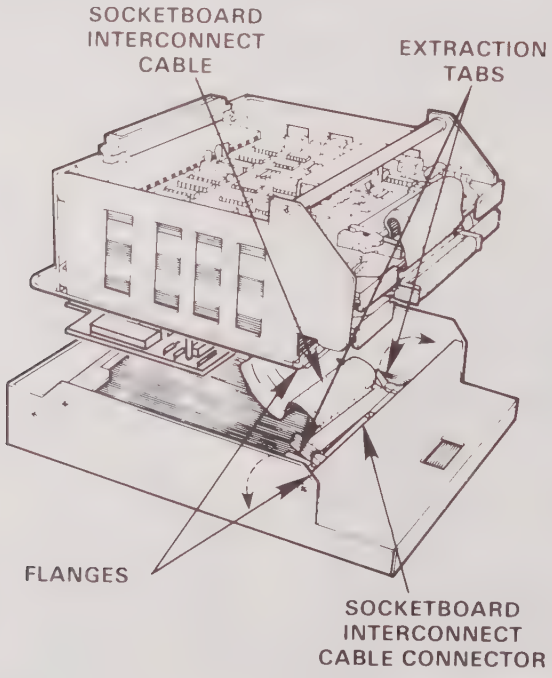

Figure 2. Socketboard Interconnect Cable
5. Lift the card cage up and out of its top cover until you can see the socketboard interconnect cable (see figure 2). Do not detach the socketboard interconnect cable.